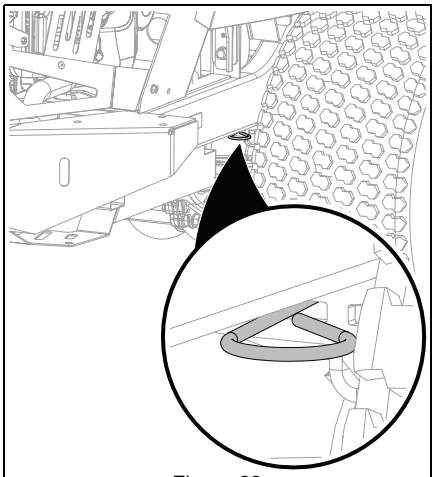

Figure 29
5. Return transaxle bypass levers to operating position. See Figure 29.